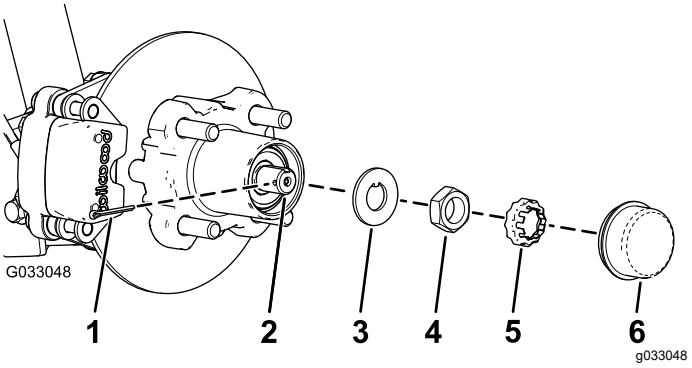
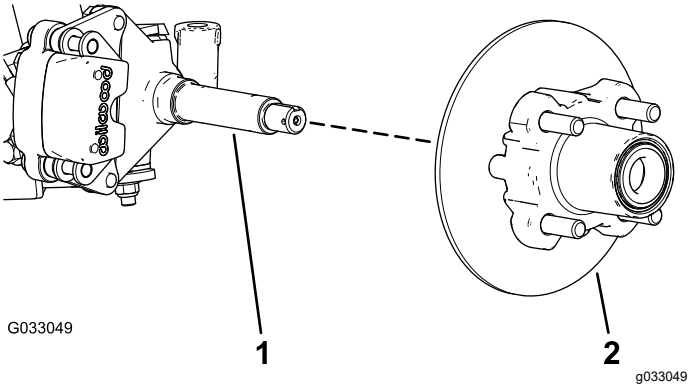

Figur 31
Figur 32
4. Fjern støvhætten fra navet (Figur 31).
5. Fjern låseclips og møtrikholder fra spindlen og spindelmøtrikken (Figur 31).
6. Fjern spindelmøtrikken fra spindlen og adskil nav- og rotorsamlingen fra spindlen (Figur 31 og Figur 32).